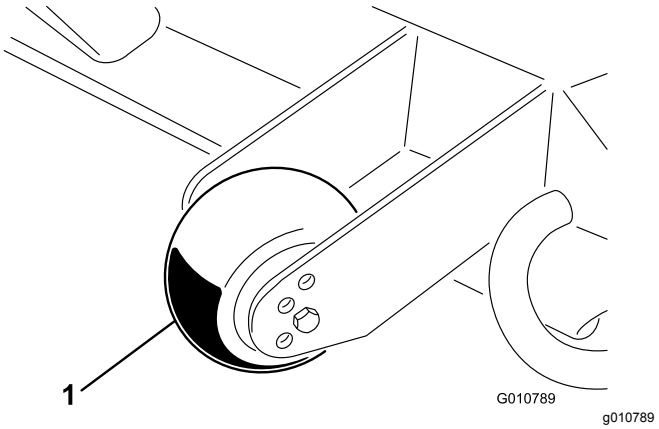

Figur 12
1. Avlägsna huvudskruven och muttern som fäster klipphöjdshjulet till klippenhetsfästena (Figur 12).